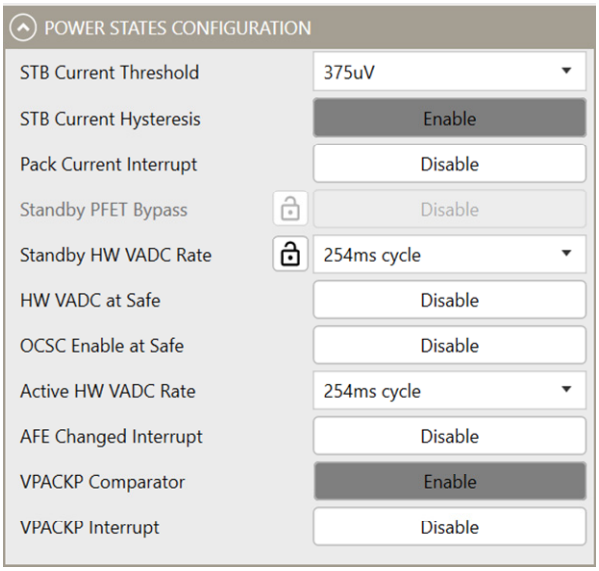

Figure 13: Power Status Configurations
g. CHG Turn-On OC Limit: Selects the over-current (OC) threshold that is applied when the charge soft start. The threshold can be set to 3.6mV or 4.8mV.
8. Configure the power status (see Figure 13).